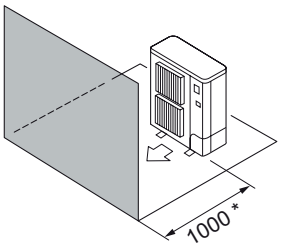

Rys. 2-5
④ Przeszkody znajdują tylko z przodu urządzenia (Rys. 2-5)